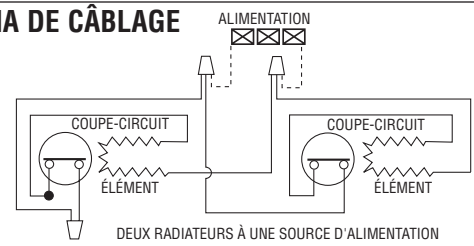

Figure 10. Schéma de câblage pour deux radiateurs
6. Raccordez les radiateurs selon le schéma de câblage de la figure 10.